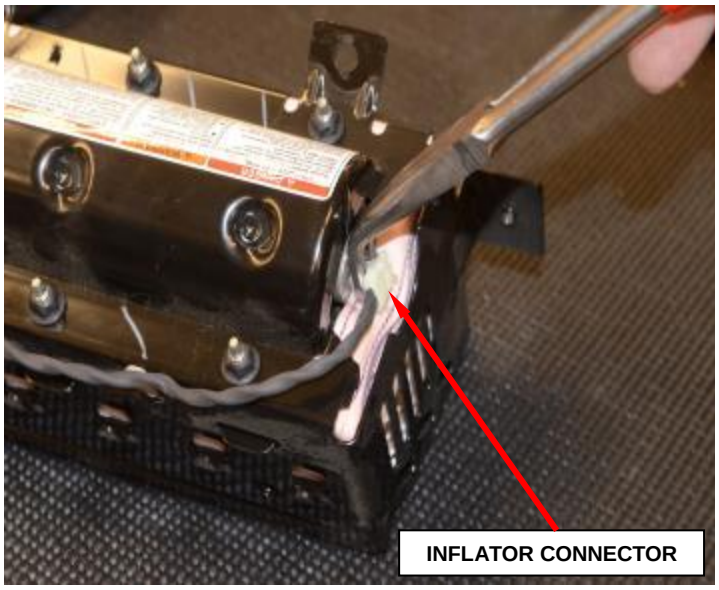

Figure 42 – Inflator Connector
c. Disconnect the first inflator connector from the end of the inflator using pliers (Figure 42).